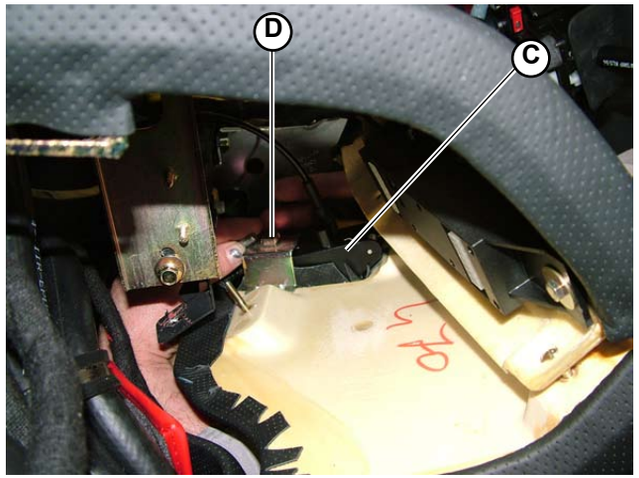

Fig.7
2. Assemble the engine hood opening lever (**C-Fig.7**) by securing with the relative screw (**D-Fig.7**).